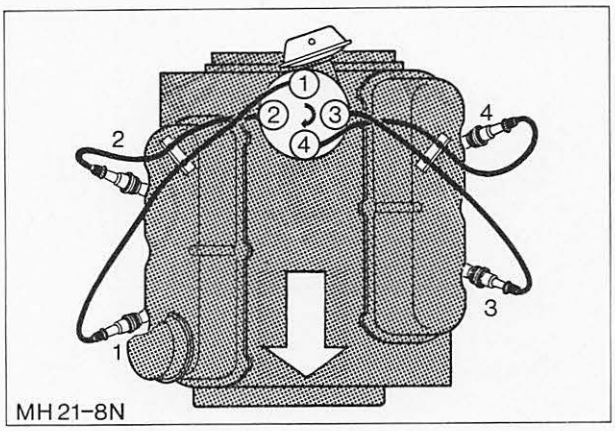

Abb. 238 Zündkabelanordnung (Zündfolge)
3. Zylinderkopfhauben aufsetzen und anziehen. Zündkabel aufstecken, Abb. 238, und Ansauggeräuschdämpfer montieren.